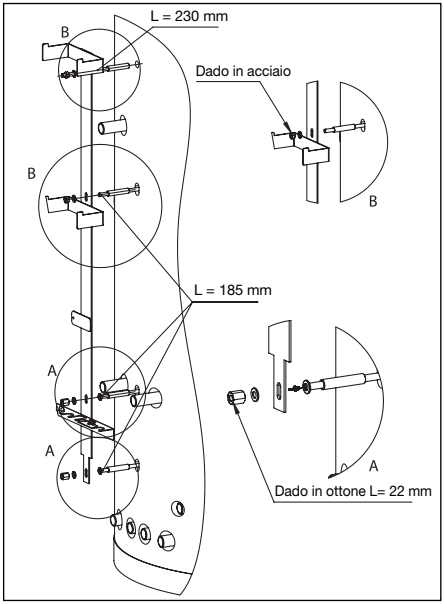

Fig. 8 Montaggio supporto gruppo
- Montare il gruppo supporto (fig.8)
- Avvitare le aste filettate nei dadi saldati sul serbatoio (Attenzione: nel dado superiore si deve avvitare l'asta con lunghezza L = 230 mm! Avvitare le tre aste filettate L = 185 mm nei tre dadi inferiori!) (Fig. 8)